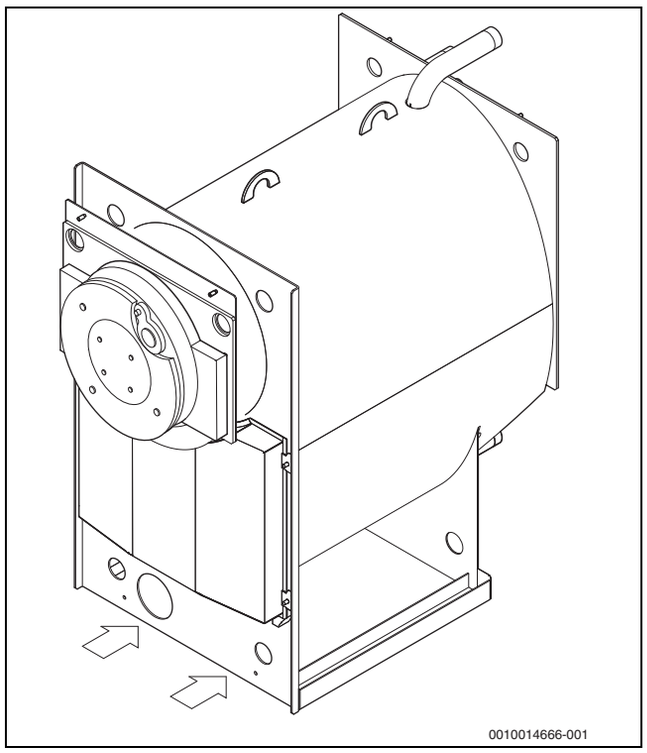

Bild 5 Kessel mit Gabelstapler transportieren
- ▶ Gabel des Gabelstaplers unter die Kesselvorder- und Kesselrückwand führen (→ Bild 5, Seite 14). Kessel langsam mit dem Gabelstapler anheben.